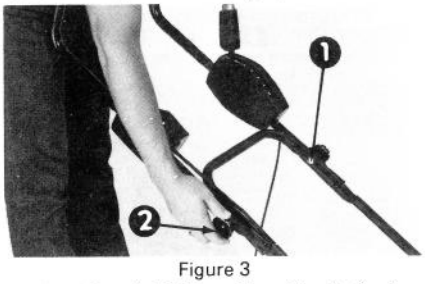

Figure 3
5. Slide upper handle over the lower handle. Assure that the height-of-cut control cable is properly positioned on the inside of the handle. Place both handle studs in center adjustment positions and align assembly holes. Starting on the inside, slide the handle bolts through the lower and upper handle (Fig 3).
6. Thread handle knobs on handle bolts; tighten (Fig. 3).